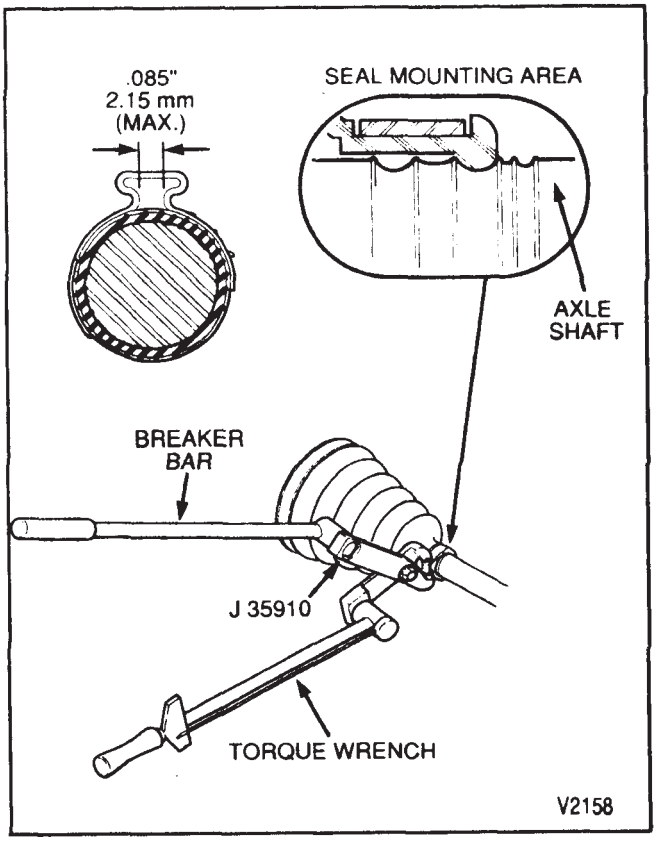

Figure 36—Small Retaining Clamp Installation
- Using tool J 35910 secure the small clamp to 136 N·m (100 ft. lbs.) (figure 36).
- Clamp ear gap dimension (figure 36).